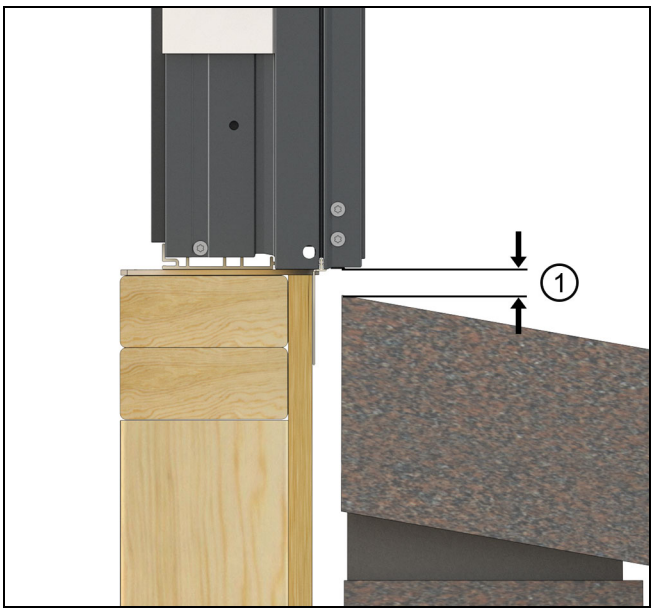

Figure 2 Avoid brick bind, maintain 1/2" gap
On standard wood frame construction with brick veneer, make sure there is at least 1/2" (13) between the bottom of the window sill (or eventual placement of the window) and the top row of brick to avoid "brick bind". See Figure 2.